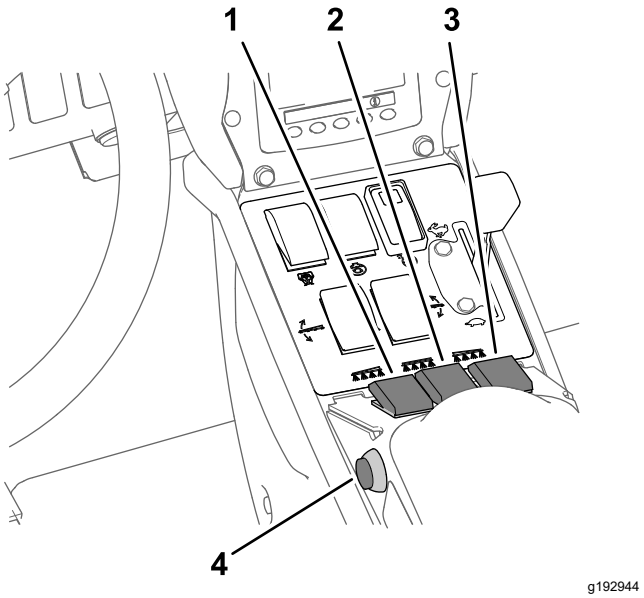

**Figur 44**
7. Slå PÅ omkopplarna för sprutsektionerna (Figur 44).
10. Kör i önskad hastighet och slå PÅ huvudsektionsomkopplaren för att börja spruta (Figur 44).
3. Stäng AV huvudsektionsomkopplaren. Se Figur 44 i Spridning i spruthastighetsläget (sida 36).
7. Slå PÅ de enskilda sektionsomkopplarna (efter behov). Se Figur 44 i Spridning i spruthastighetsläget (sida 36).
9. Kör i önskad hastighet och slå PÅ huvudsektionsomkopplaren för att börja spruta. Se Figur 44 i Spridning i spruthastighetsläget (sida 36).